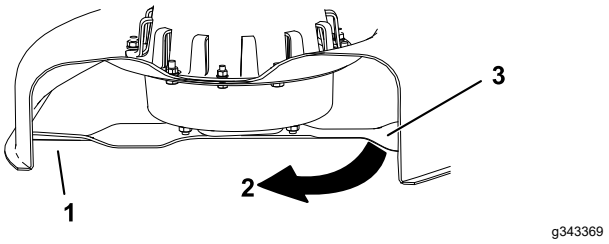

Figur 31
3. Uppmätt avstånd mellan kniv och yta (A)
4. Rotera samma kniv 180 grader så att den motsatta skäreggen nu är i samma läge (Figur 31).